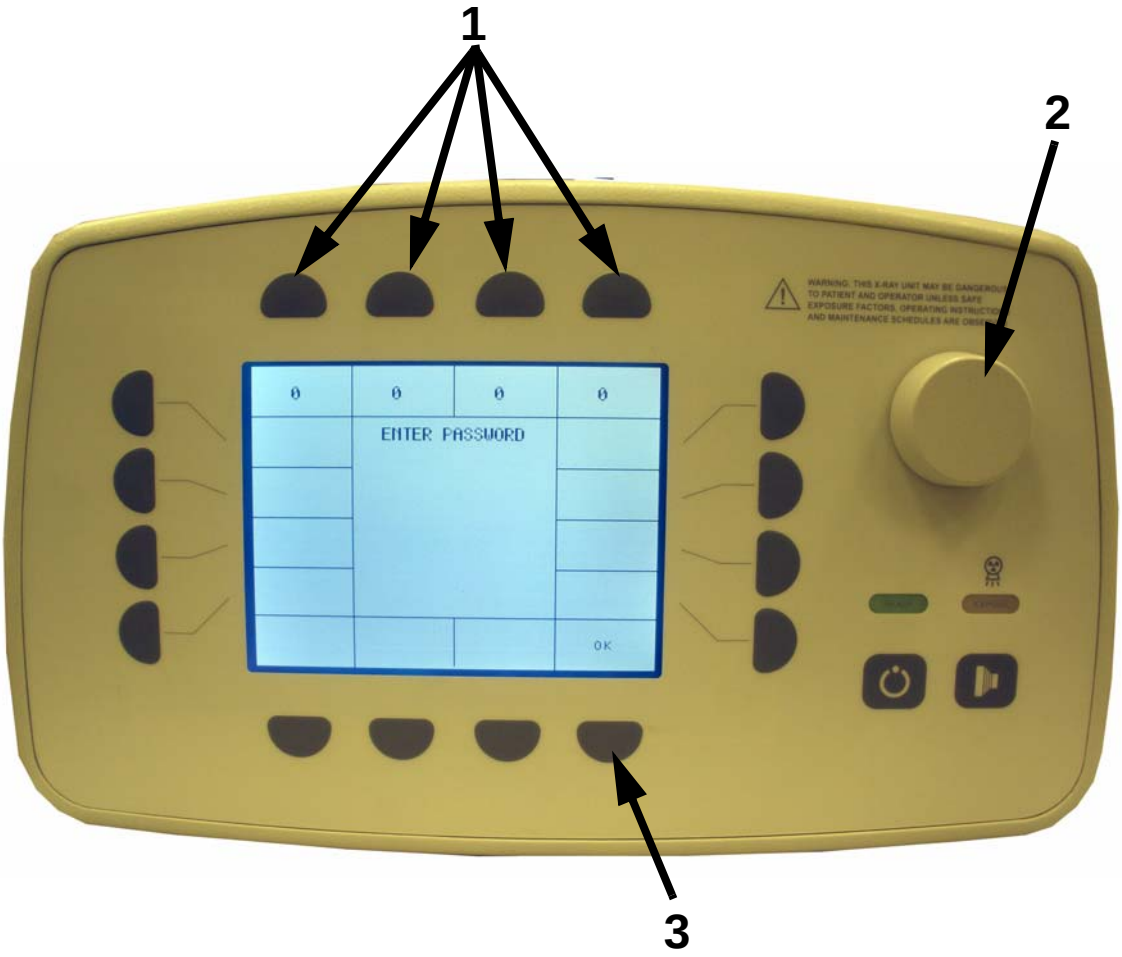

Figure 4-2. Entering Password
2 Enter password. The password is entered by pressing each password button (1 in Figure 4-2) while turning dial (2) until desired digit is shown in display. Then press OK button (3).